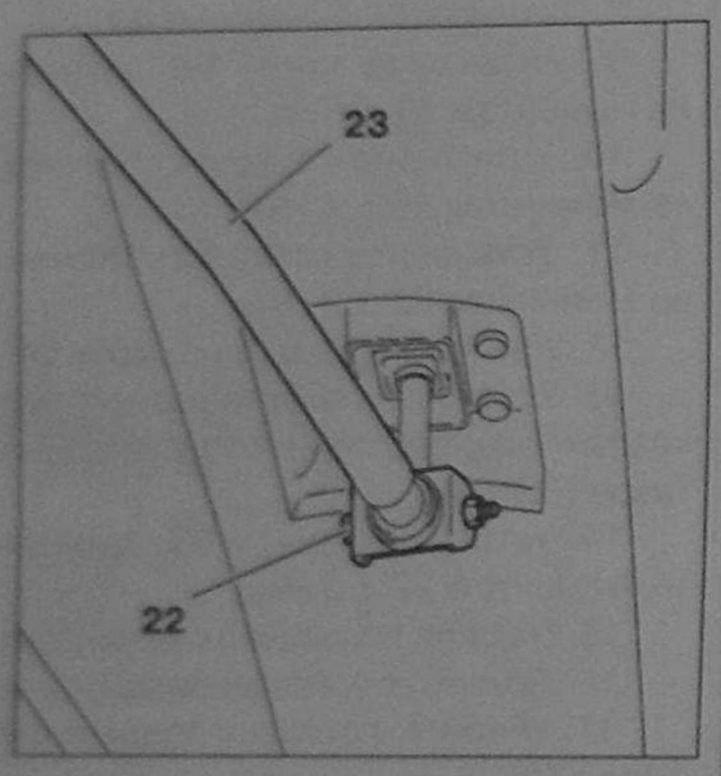

Рис. 7.102. Установите тягу переключения передач 23. Соедините сферический шарнир механизма выбора передач с тягой переключения передач.
24. Затяните (рис. 7.102) винты **13** и **14** моментом 80 ± 8 Нм.
25. Затяните (рис. 7.102) винты **10** и **6** моментом 80 ± 8 Нм.